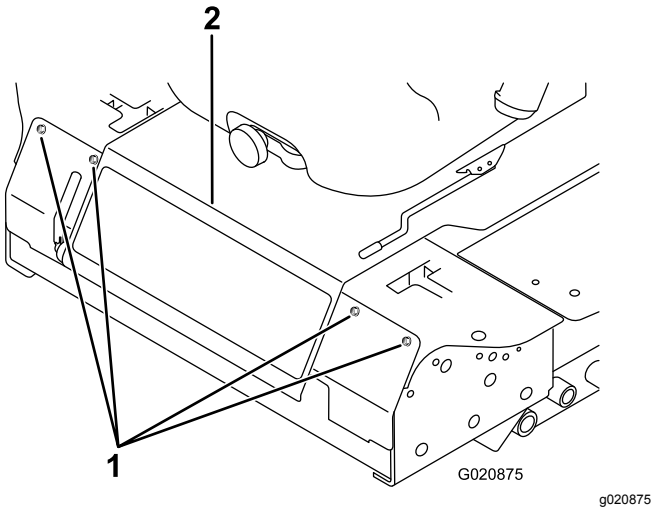

**Bild 53**
3. Nehmen Sie die Schrauben ab, mit denen die Frontplatte befestigt ist, und nehmen Sie sie ab (Bild 53).